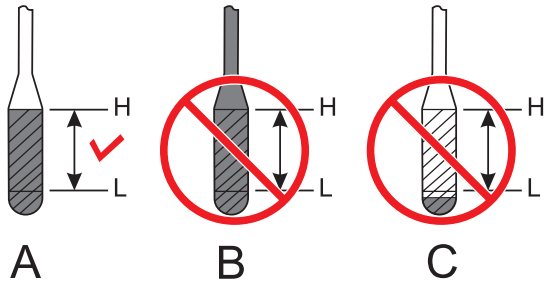
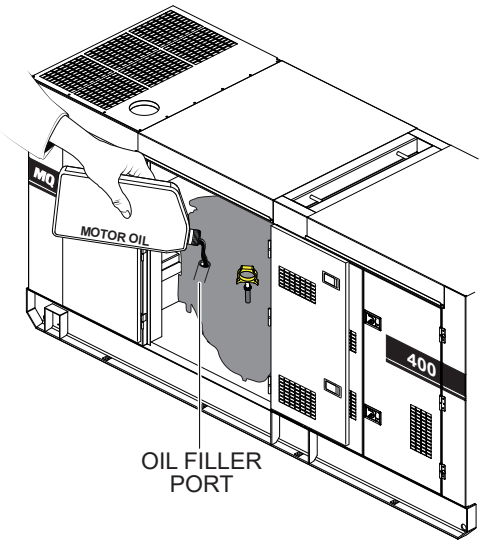

Figure 26. Engine Oil Dipstick
Figure 27. Engine Oil Filler Port
3. Reinsert the dipstick, then remove the dipstick from its holder. Check the oil level shown on the dipstick (Figure 26).
4. Verify that the engine oil level is maintained between the H and L markings on the dipstick as shown in Figure 26**A**.
5. If the engine oil level is low (Figure 26**C**), remove the cap from the **oil filler port** (Figure 27) and fill to a safe operating level (max) as indicated by the dipstick (Figure 26**A**). Fill with the recommended oil type listed in Table 9. Maximum oil capacity is 15.1 gallons (57 liters).
When adding engine oil, **DO NOT** overfill (Figure 26**B**).